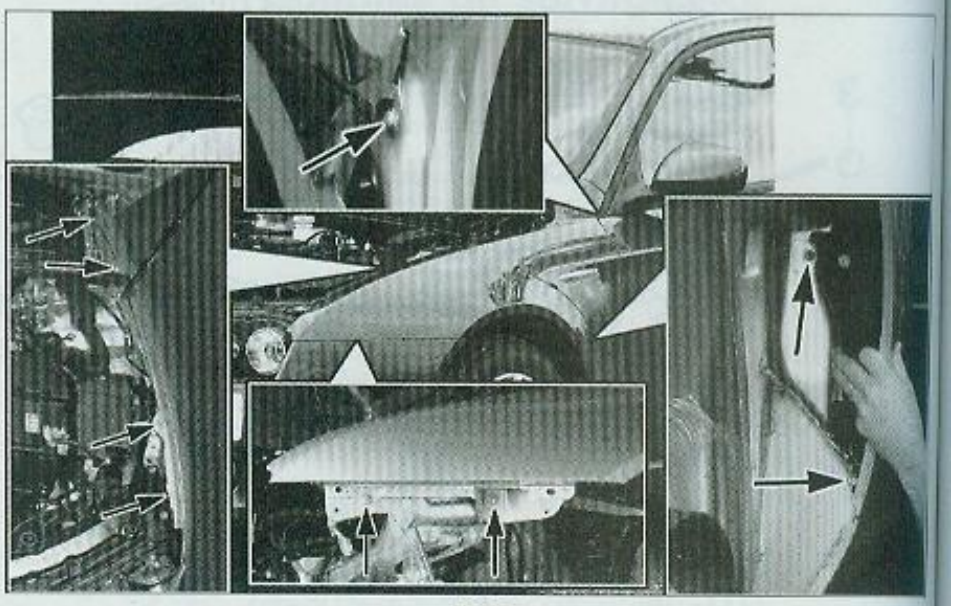

FIG. 8
- Déposer les vis de fixation de l'aile avant **(Fig.7)** et **(Fig.8)**.